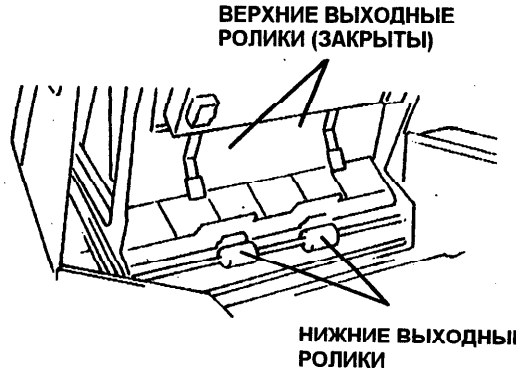

Рис. 5. Выходные ролики принтера
- нижние выходные ролики (Рис. 5) и
- верхние выходные ролики (Рис. 5) (Очистите верхние выходные ролики только в случае подозрения на наличие неисправности или в случае демонтажа этой части при обслуживании вызова).